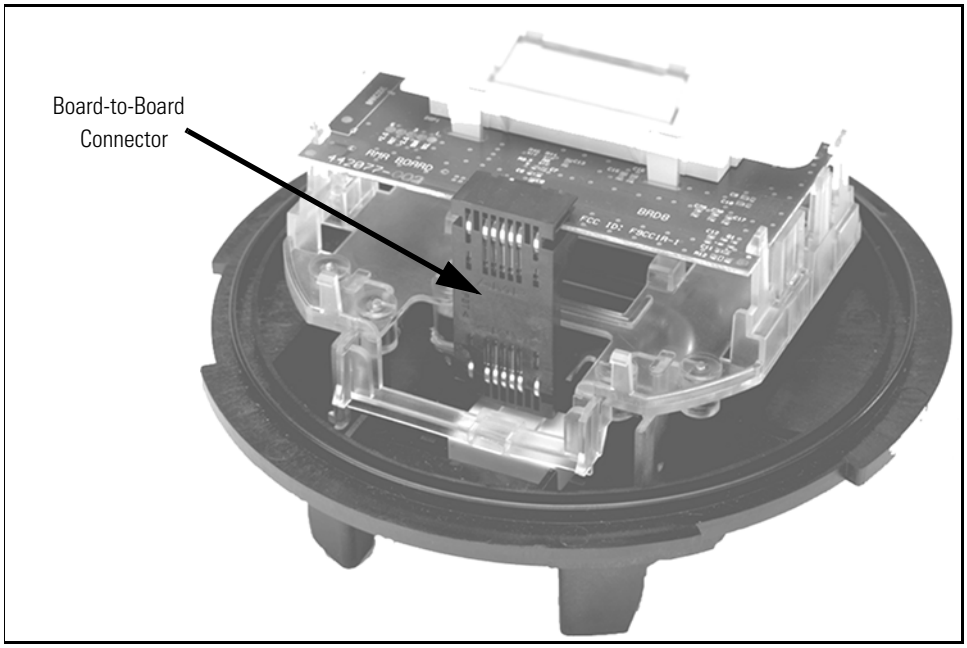

Figure 2.1 Removing the Board-to-Board Connector
4. Remove the black board-to-board connector between the circuit board and the metrology board by pulling it by its middle while moving it side-to-side (see Figure 2.1). To maintain the integrity of the connector, only remove it when you are upgrading the meter.